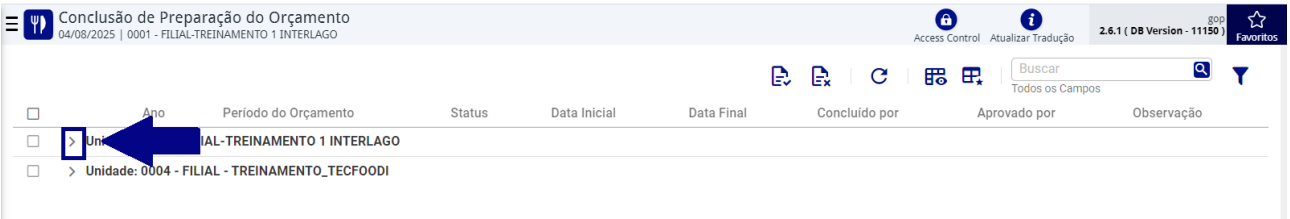
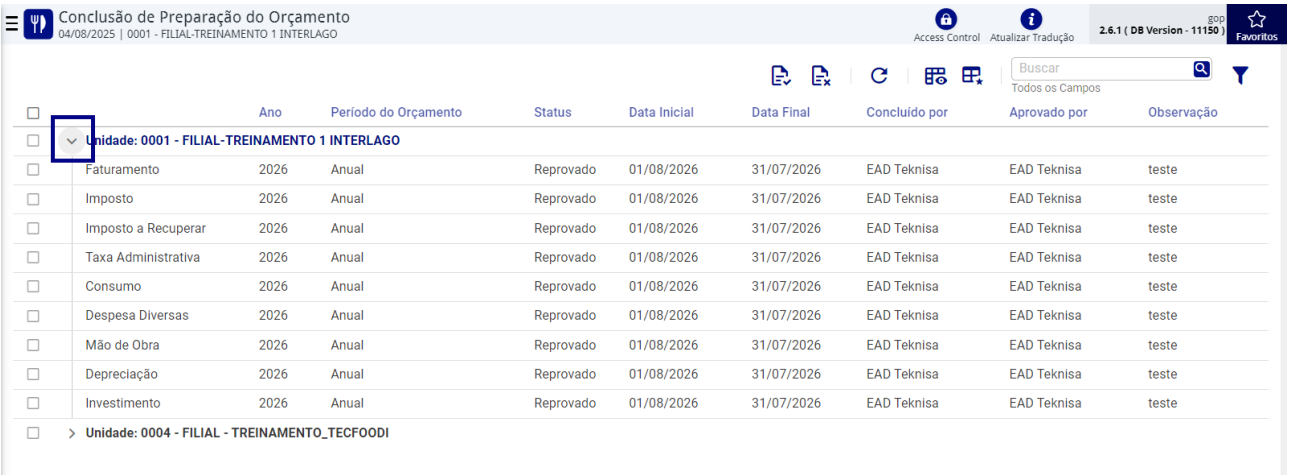

Figura 392: Ícone Expansão Comprimido
Figura 393: Ícone Expansão Expandido
4. Na grade de resultados, clique no **ícone de expansão lateral** (Figura 392 e Figura 393) da unidade listada para visualizar os orçamentos com detalhe.